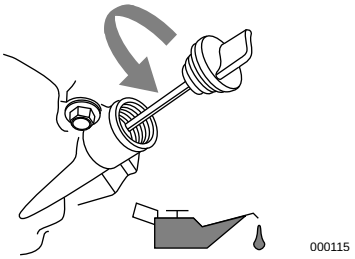

Figure 2-13. Remove Dipstick
2. See ***Figure 2-13***. Remove dipstick and wipe clean.
4. See ***Figure 2-13***. Clean area around oil fill. Remove oil fill cap.